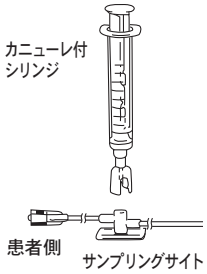

図9
(7)カニューレをZサイトに差し（図9）、必要量の血液をシリンジの中に引きます。